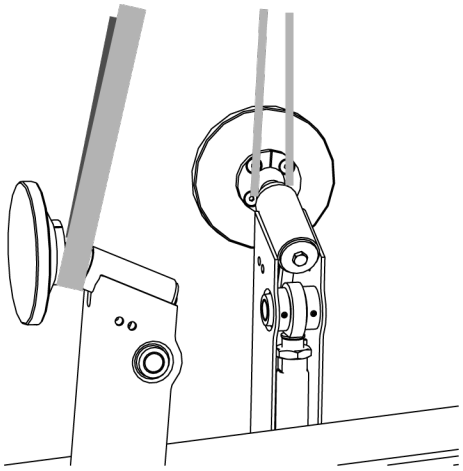

Fig. 34: Attachment point for support pads
3. *Attach belts or chains to all four support pads with shackles according to* Fig. 34.